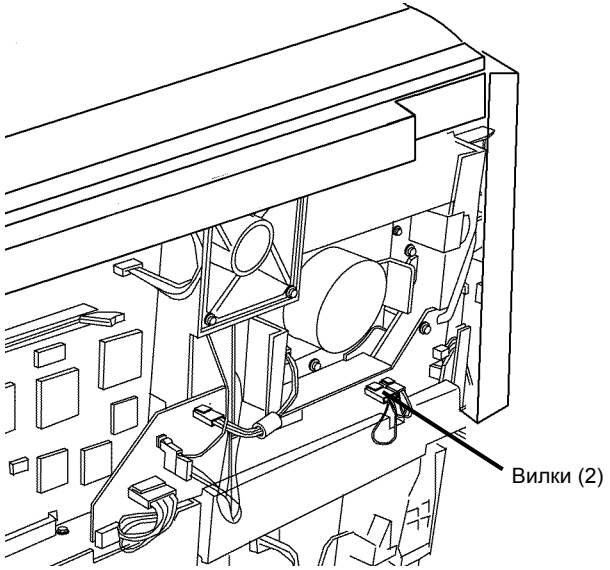

Рисунок 1 Отсоедините вилки
1. Отверните винты (2) и снимите заднюю крышку (REP 14.2).
2. Отсоедините вилки (Рисунок 1).